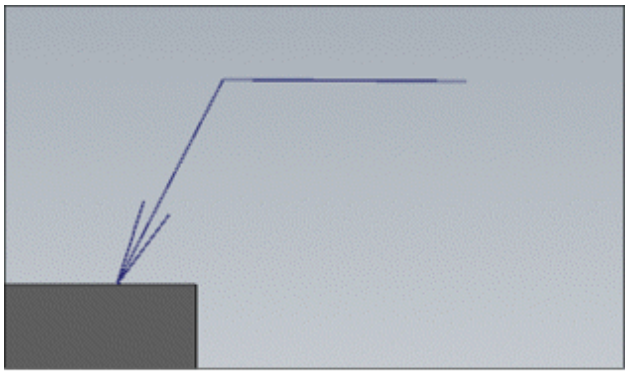

Figure-32. Leader created
- Click at desired locations in 3D view to specify points for leader. The leader will be created; refer to Figure-32.